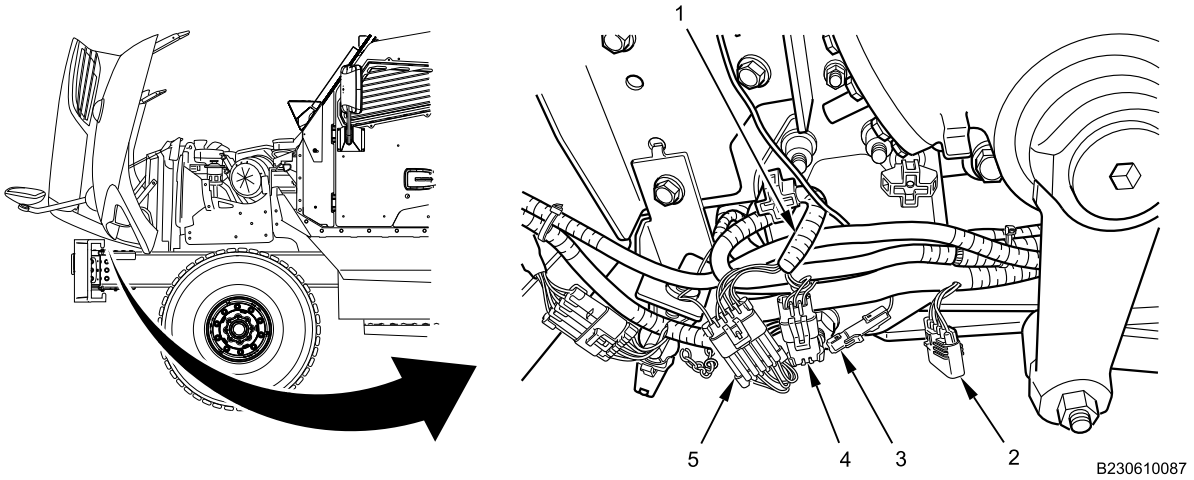

Figure 6. Front Bumper Left Harness Connections.
9. Disconnect one-pin connector (Figure 6, Item 3) from forward chassis harness (Figure 6, Item 2) to radiator ground.
10. Disconnect three-pin connector (Figure 6, Item 4) and five-pin connector (Figure 6, Item 5).
11. Separate ground adapter #1 (Figure 6, Item 1) and surrounding harnesses.